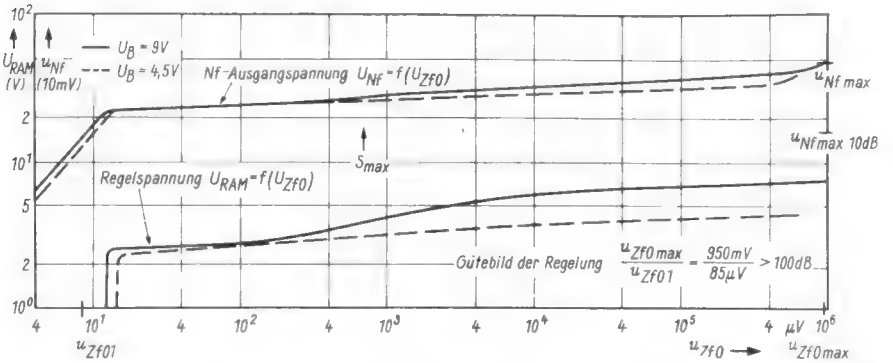

Bild 5. AM-Regelkurve des Zf-Bausteins für m = 80 % (400 Hz)
Bild 5. Kreisgüte eines Schwingkreises bei gleichzeitiger Varicap- und Varicoil-Abstimmung. Dioden und Magnet-Erregerwicklung erhalten die gleiche Steuerspannung
50...700 MHz durchstimmen läßt, wobei im gesamten Bereich keinerlei parasitäre Resonanzen auftreten. Die an diesem Bauteil gemessene Gesamtkreisgüte ist in *Bild 5* wiedergegeben. Eine Ausdehnung des Abstimmbereiches auf 50...860 MHz, also über alle Fernsehfrequenzen, erscheint gegenwärtig schon möglich. Derartig weit abstimmbare Schwingkreise lassen sich als Eingangsfilter für Suchempfänger oder als Steuerglied in Meßgeräten verwenden, die irgendeine physikalische Größe über der Frequenz anzeigen. Sollte es in der Zukunft gelingen, den derzeitigen Aufwand in bezug auf Abmessungen und Steuerleistung noch wesentlich zu verringern, so dürfte auch eine Anwendung als Eingangsfilter eines Allbereich-Fernsehtuners interessant werden.
Eine typische Regelkurve ist in *Bild 5* dargestellt. Die Nf-Kurve $u_{Nf} = f(u_{Zf\,0})$ verläuft sehr steil bis zum Regeleinsatz ($u_{Zf\,0} \approx 12\,\mu V$), von dort fast waagerecht bis zum Übersteuerungspunkt ($u_{Zf\,0} \approx$ 950 mV bei einem Klirrfaktor von k = 10 %). Der Klirrfaktor (für m = 80 %), in dem auch noch ein Anteil Rauschspannung enthalten ist, liegt im Moment des Regeleinsatzes bei 3 %. Bedenkt man, daß bei Regeleinsatz das Signal/Rausch-Verhältnis des ganzen Gerätes etwa 12 dB beträgt, kann der Klirrfaktor von 3 % vernachlässigt werden. Das Gütebild des hier gemessenen Verstärkers beträgt etwa 100 dB.
In Bild 5 sind noch die Kurven $u_{Nf} = f(u_{Zf\,0})$ und $U_{RAM} = f(u_{Zf\,0})$ für eine Betriebsspannung U_B = 4,5 V eingetragen. Der geringe Unterschied zu den 9-V-Kurven ist auffällig und kennzeichnet die gute Konstanz des Verstärkers. Der Baustein ist auch in einfacheren Geräten verwendbar, da er nicht die externe FM-Zf-Stufe sowie die Selektionsmittel enthält. Die Filter können vereinfacht, die externe Zf-Stufe eingespart werden. Die AM-Zf-Einspeisung geschieht dann niederohmig direkt über eine Kapazität von 4,7 nF. Die Spannungsteilerwirkung am Eingang ist nun geringer und dadurch auch die maximale Eingangsspannung (> 100 mV). Die Bedämpfung des letzten Zf-Kreises ist nun stärker, erfolgt aber nur bei großen Empfangsfeldstärken. Der ungewollte Rückkopplungseffekt bei Regeleinsatz tritt auch jetzt nicht auf.